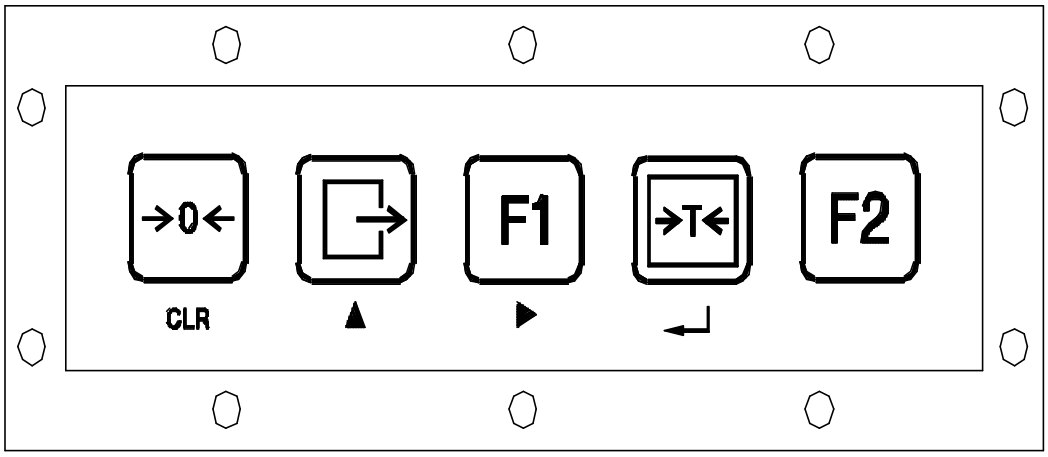

Figure 26-1, Model 450i International Keypad
a. The layout of the keys used on the OIML version of the 450 keypad is assumed. Refer to figure 26-1 for a picture of the keypad. Also refer to table 26-1 for key definitions.